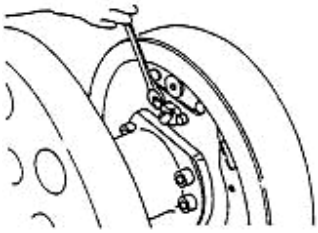

figure 2-20
(5) Disassemble the brake tube from the driven brake pump,and disassemble the assembling bolts on the subsidiary brake pump.Then disassemble the subsidiary brake pump from brake device motherboard.See figure 2-20